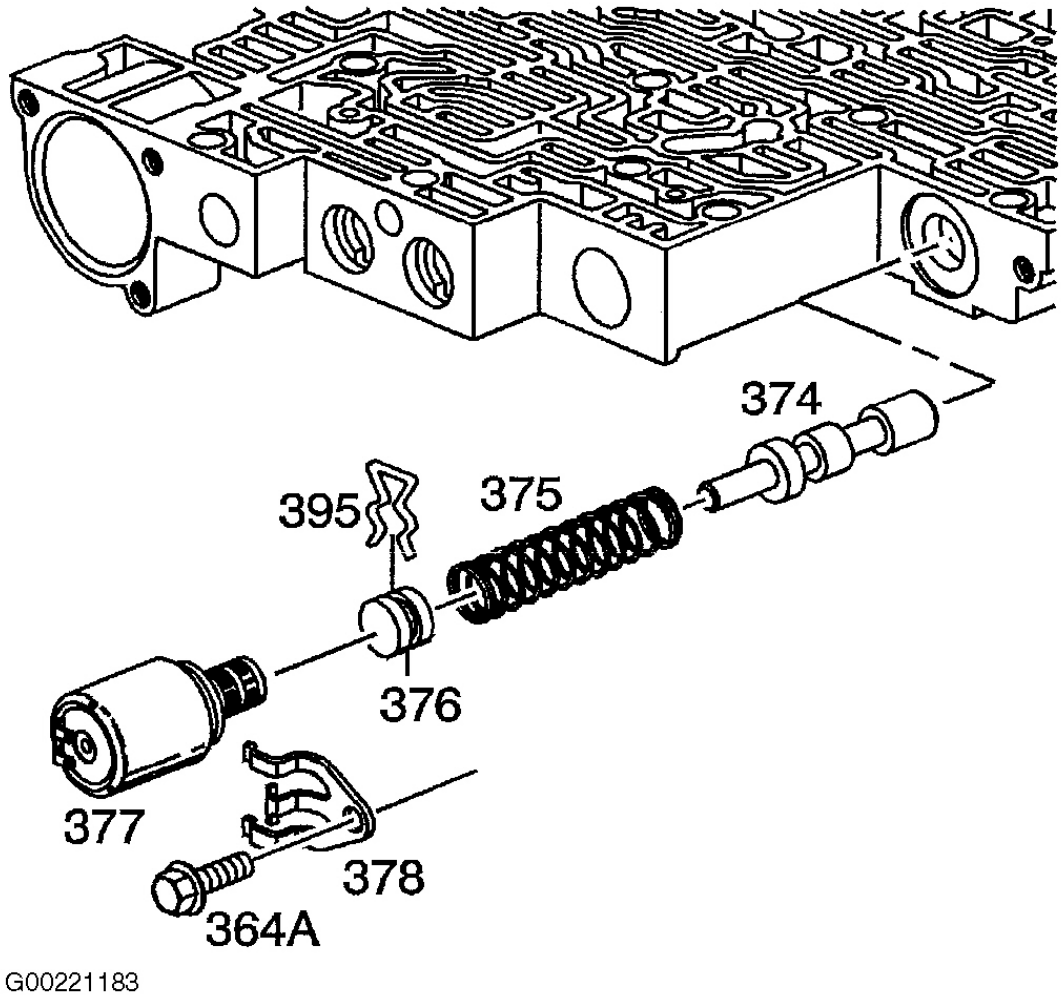

Fig. 67: Removing/Installing Pressure Control Solenoid
6. Remove the solenoid retainer bolt (364A) and the solenoid retainer (378). Remove the pressure control solenoid (377). Compress the actuator feed limit valve spring (375). Remove the bore plug retainer (395) and release the spring slowly. Remove the bore plug (376). Remove the actuator feed limit valve spring (375) and the actuator feed limit valve (374). See **Fig. 67** .